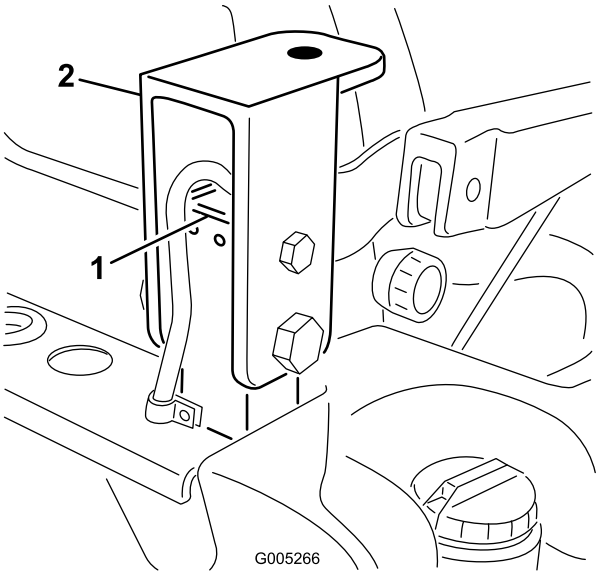

**Rysunek 93**
4. Zamontuj luźno wsporniki mocowania kabiny do każdego ze słupków pałąka ROPS, używając dwóch śrub (1/2 x 3 cale), dwóch nakrętek (1/2 cala), dwóch śrub (3/4 x 3–1/2 cala) oraz dwóch nakrętek (3/4 cala) (Rysunek 93).